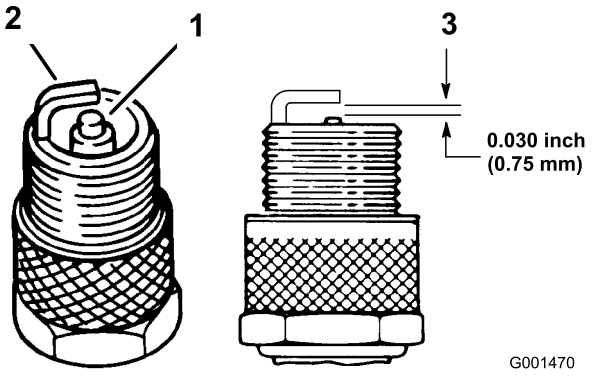

Figur 28
1. Se på midten af tændrørene (Figur 28). Hvis der kan ses en lys brun eller grå farve på isolatoren, fungerer motoren korrekt. En sort belægning på isolatoren betyder normalt, at luftfilteret er snavset.
2. Kontroller gnistgabet mellem midter- og sideelektroderne (Figur 28). Bøj sideelektroden (Figur 28), hvis gabet ikke er korrekt.
3. Slut tændrørskablerne til tændrørene (Figur 28).